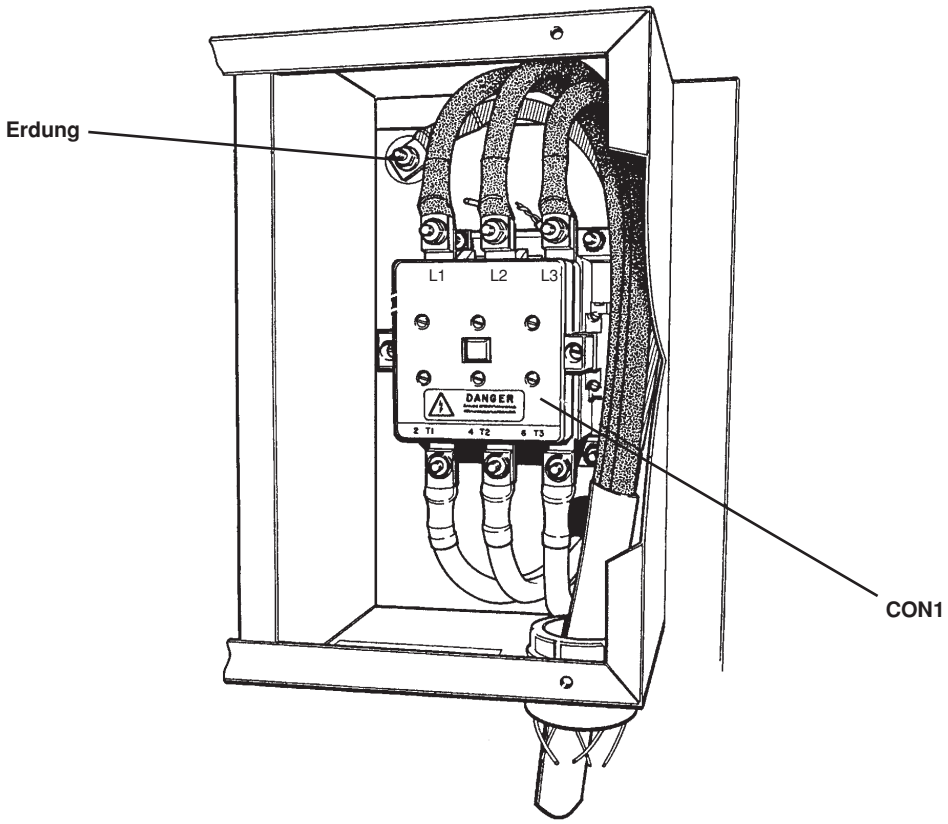

Abbildung 6-1 Primäre Strommeßstelle – HT4001
5. Spannung an CON1 zwischen L1, L2 und L3 messen. Siehe Abb. 6-1 bezüglich der Detailzeichnung von CON1. Die Spannung zwischen jeglichen zwei der drei Punkte an CON1 sollte der Versorgungsspannung entsprechen. Sollte es an diesem Punkt Probleme geben, ist die Netzversorgung zu unterbrechen und Anschlüsse, Netzkabel und Sicherungen oder Sicherungsautomat am Hauptschalter zu überprüfen. Jegliche defekten Komponenten reparieren bzw. austauschen.